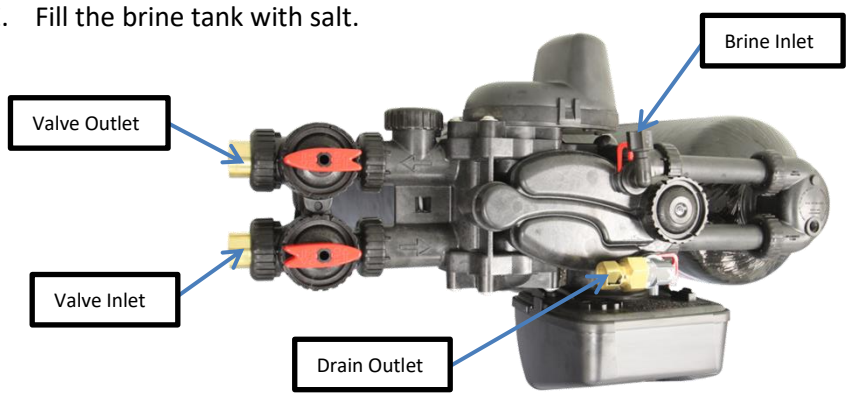

Figure 14: Control Valve Diagram
C. A red latch with a Polytube insert attached is placed under the brine inlet of each valve. Place this insert in the brine line before connecting it to the brine inlet. (Figure 14)
A. Pipe or tube a line from the Control Valve Drain (Figure 14) to the drain.